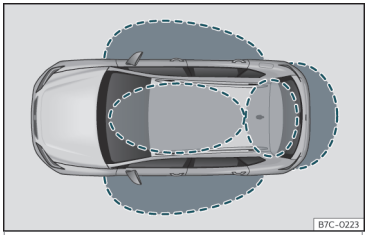
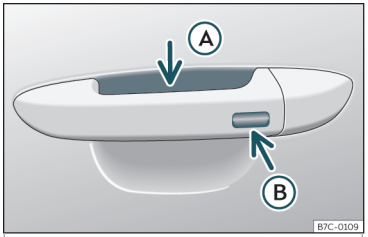

Fig. 76 Keyless Access: zonele de proximitate.
Fig. 77 Mânerul ușii: suprafața senzorilor
pătrunde în habitaclu, este suficient să aveți o cheie validă a automobilului în zona de detectare corespunzătoare››› **fig. 76** și să atingeți una din suprafețele cu senzor ale mânerelor ușilor››› **fig. 77** sau să acționați *suprafața tactilă*/mânerul de pe hayon››› **pagina 106** ››› ❶.
Dacă în apropierea automobilului se află o cheie validă,››› **fig. 76** sistemul de încuiere și pornire Keyless Access permite accesul cu cheie imediat ce este atinsă una dintre suprafețele cu senzor de pe mânerele ușilor sau se acționează *suprafața tactilă*/mânerul hayonului.
- Apucați cu mâna unul dintre mânerele ușilor față. Când faceți acest lucru, atingeți suprafața senzorului››› **fig. 77** Ⓐ (săgeată) de pe mâner, iar automobilul se descuie.
- Atingeți (*o dată*) suprafața senzorului de încuiere››› **fig. 77** Ⓑ (săgeată) de pe unul dintre mânerele ușilor față. Ușa utilizată trebuie să fie închisă.
• Atingeți (*o dată*) suprafața senzorului ››› **fig. 77** Ⓑ (săgeată) de pe unul dintre mânerele ușilor față. Automobilul se încuie cu sistemul de securitate „Safe“ ››› **pagina 101**. Ușa utilizată trebuie să fie închisă.
• Atingeți (*de 2 ori*) suprafața senzorului ››› **fig. 77** Ⓑ (săgeată) de pe unul dintre mânerele ușilor față, pentru a încuia automobilul fără a activa sistemul de securitate „Safelock“ ››› **pagina 101**.
Dacă automobilul este încuiat, hayonul de descuie automat la deschidere, dacă în apropierea automobilului se află o cheie validă ››› **fig. 76**.
• Apăsați butonul de închidere centralizată de pe telecomandă și atingeți suprafața senzorului de încuiere ››› **fig. 77** Ⓑ de pe mânerul ușii șoferului în următoarele 5 secunde. Nu apucați mânerul ușii; în caz contrar, automobilul nu se va descuia. Dezactivarea este de asemenea posibilă dacă automobilul este încuiat de la încuietoarea ușii șoferului.
Pentru a închide toate geamurile acționate electric și trapa cu ajutorul **funcției pentru confort**, țineți câteva secunde un deget pe suprafața senzorului de încuiere ››› **fig. 77** -- B (săgeată) de pe mânerul ușii, până când geamurile și trapa se închid.
Dacă în apropiere se află o cheie validă, suprafețele senzorilor de pe mânerele ușilor se pot activa din cauza jetului de apă sau de abur sub presiune. Dacă cel puțin un geam acționat electric este deschis și se activează continuu suprafața senzorului››› **fig. 77** **Ⓑ (săgeata) de pe mânerul unei uși, toate geamurile se închid.**
- **SAU**: atingeți *de 2 ori* suprafața senzorului de pe exteriorul mânerului ușii››› **fig. 77** **Ⓑ.**